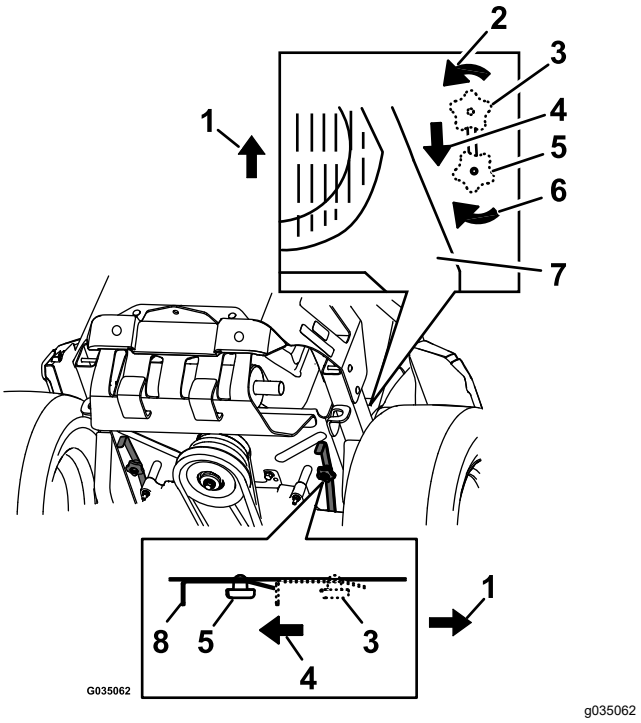

**Figur 33**
4. For å skyve maskinen fremover flytter du begge omløpsknottene bakover og låser dem på plass (Figur 33).
6. Du kjører maskinen ved å flytte omløpsknottene til FOROVER-stilling og låse dem på plass (Figur 33).